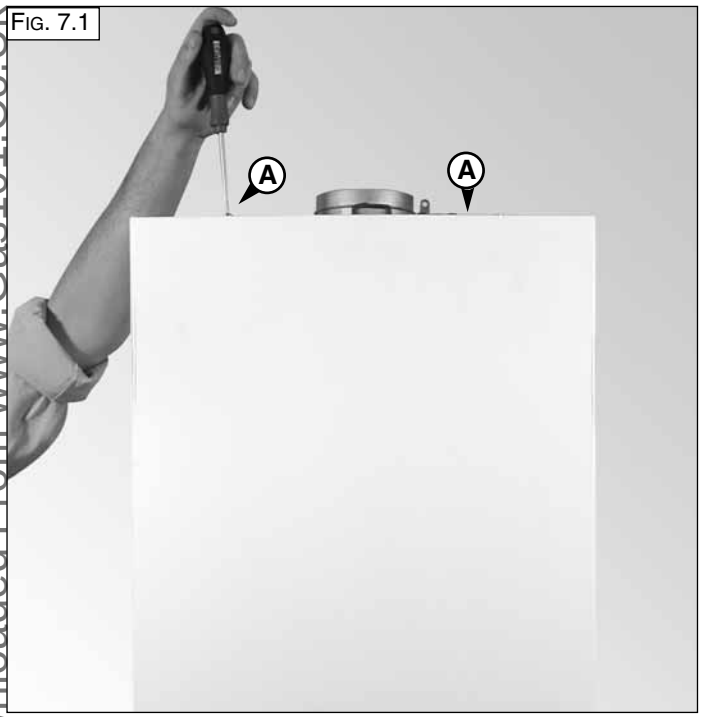

FIG. 7.1
1. Remove the screws “A” (Fig. 7.1);